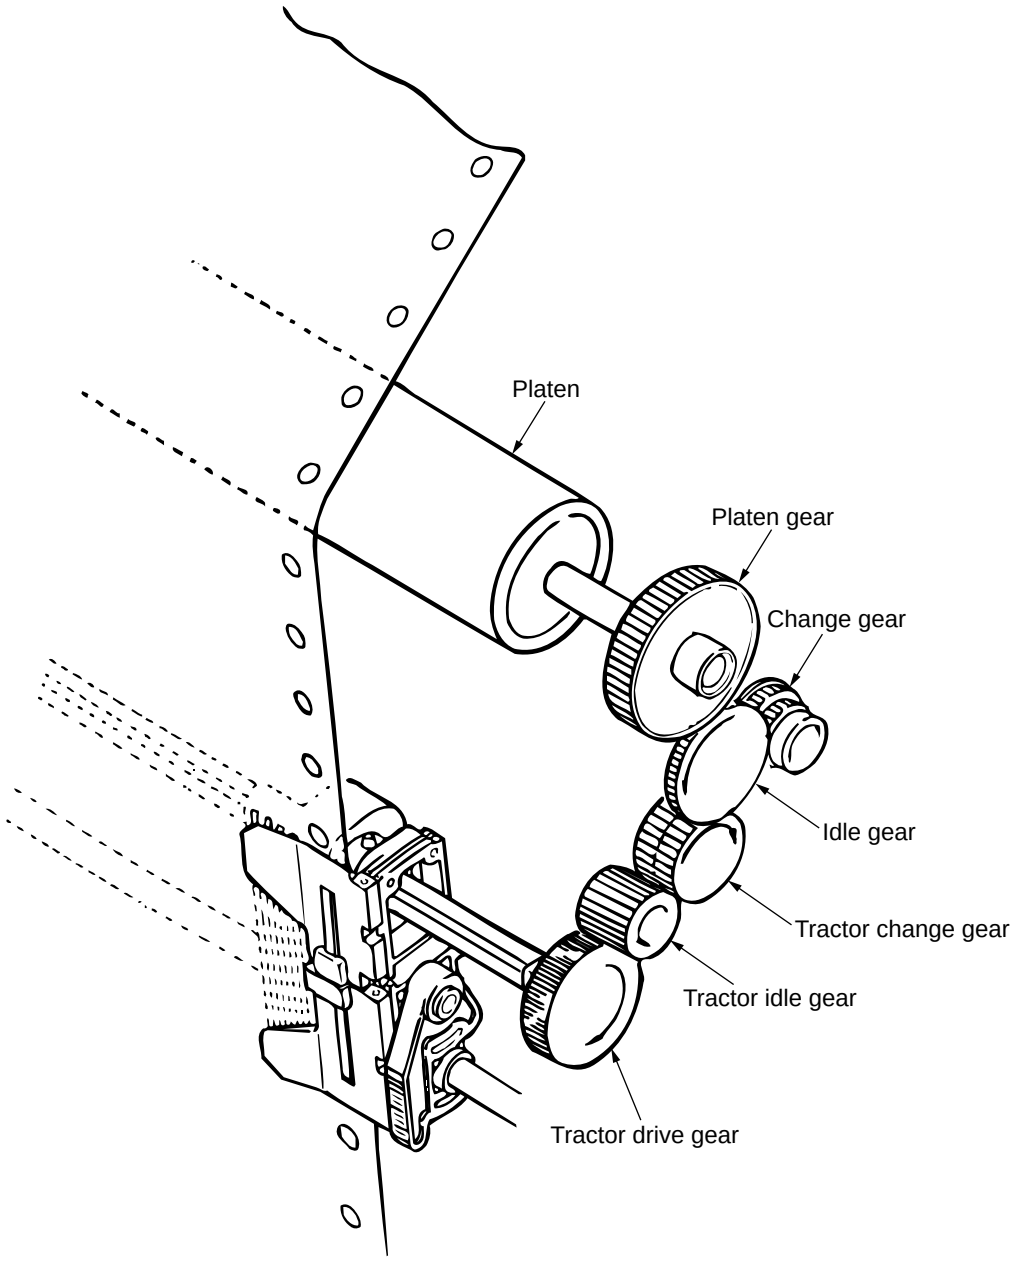

Figure 2-12
(6) Bottom push feed operation (Option) (See Figure 2-12.)